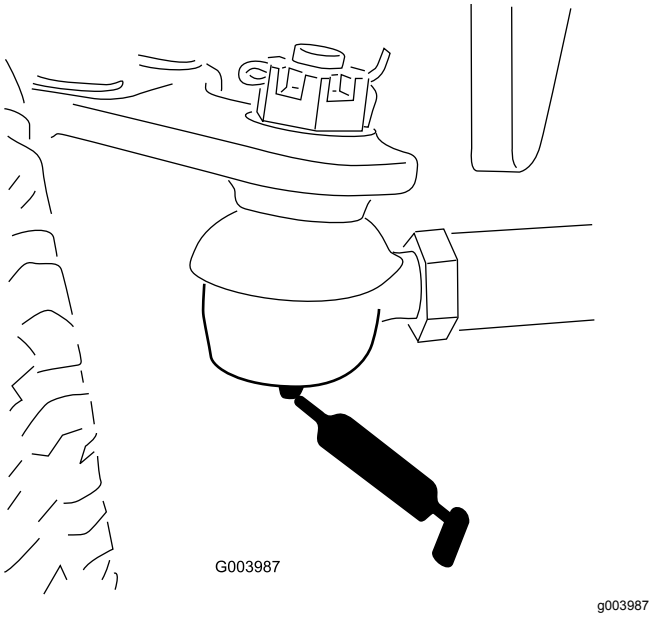

Figur 45
- Bakakselens parallellstag (2) (Figur 45)